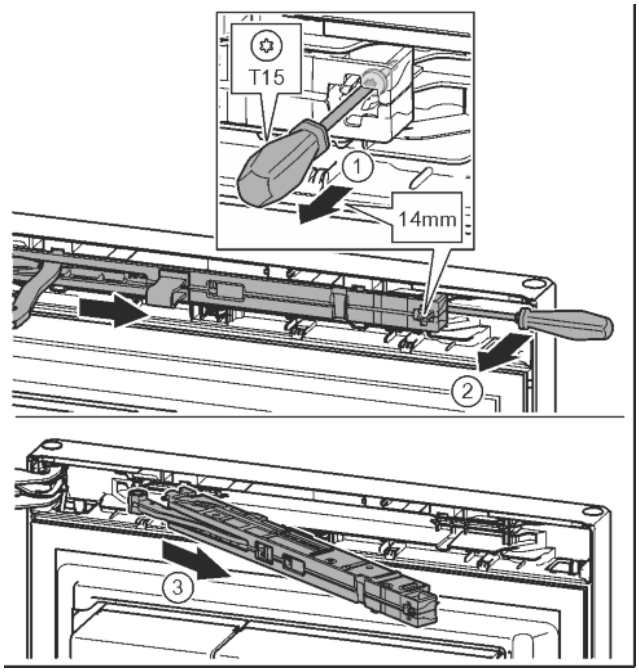

Fig. 15
▶ Desserrer la vis de l'amortisseur de fermeture de 14 mm environ avec un tournevis T15. *Fig. 15 (1)*
▶ Avec un tournevis, accéder à la partie postérieure de l'amortisseur de fermeture du côté de la poignée et faire pivoter en avant. *Fig. 15 (2)*
▶ Sortir l'amortisseur de fermeture. *Fig. 15 (3)*